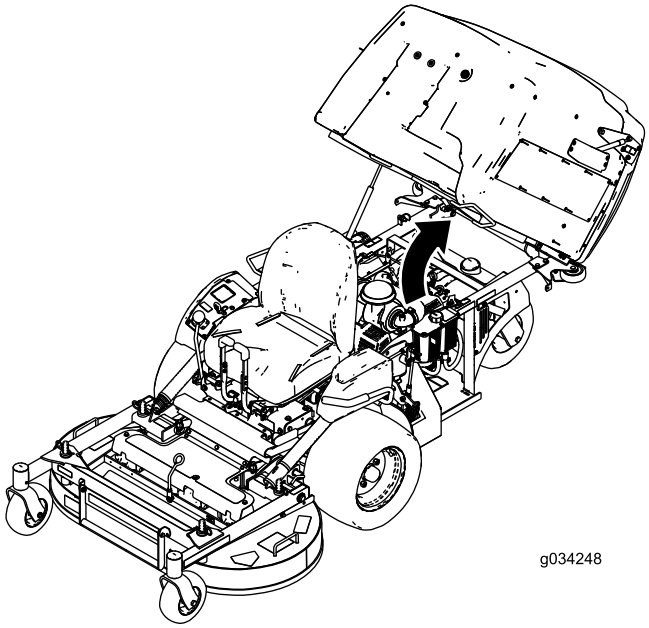

Bild 30
1. Heben Sie den Füllkasten (Bild 30) an.